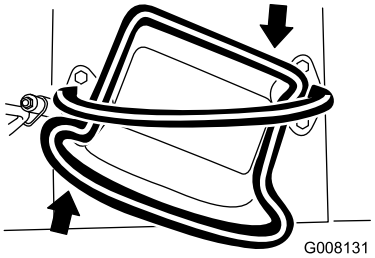

Bild 9
- Drehen Sie den Fahrantriebshebel nach rechts, um nach rechts zu fahren (Bild 9).